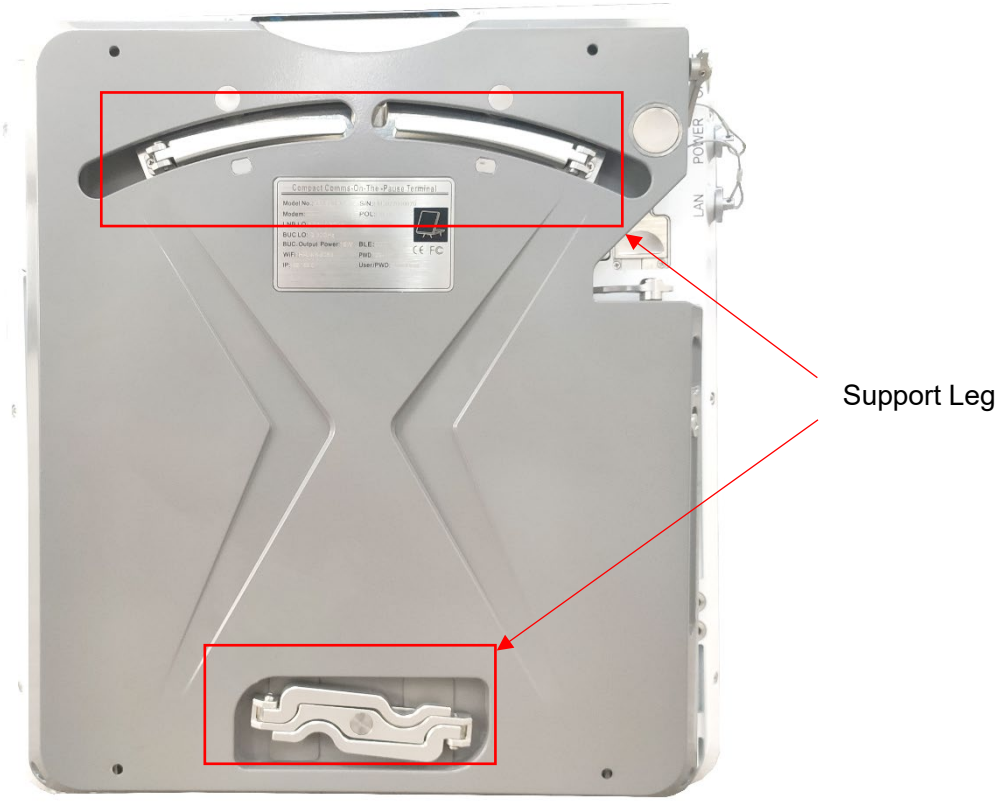

Figure 8-8 Support Leg
8. Stow each support leg into the supporting leg groove, as shown in Figure 8-8.